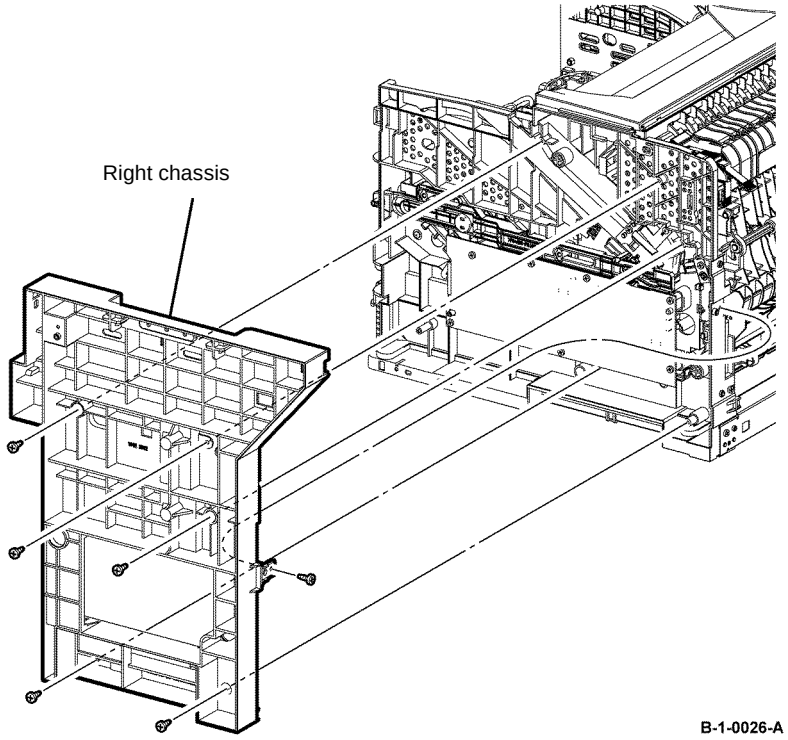

Figure 1 Right chassis removal
7. Remove the six screws (silver, tapping, 8mm) that fix the right chassis, release the hole on the right chassis from the boss on the frame, and then remove the right chassis from the printer, Figure 1.